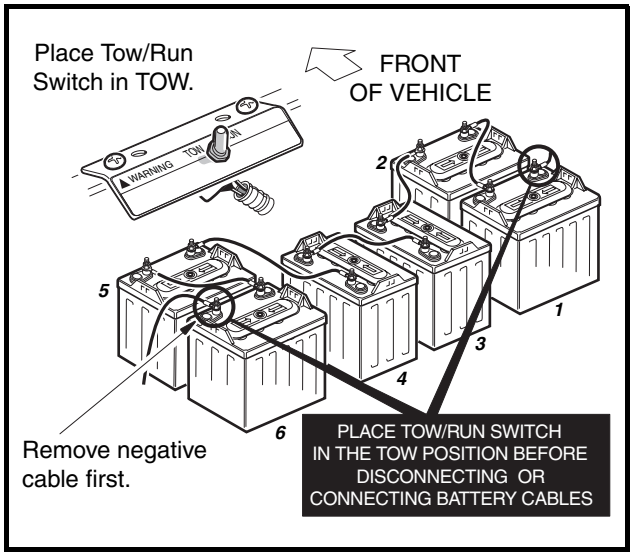
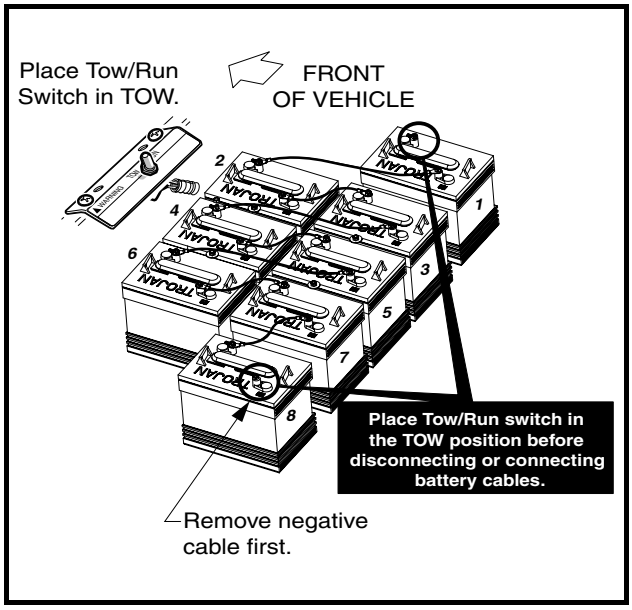
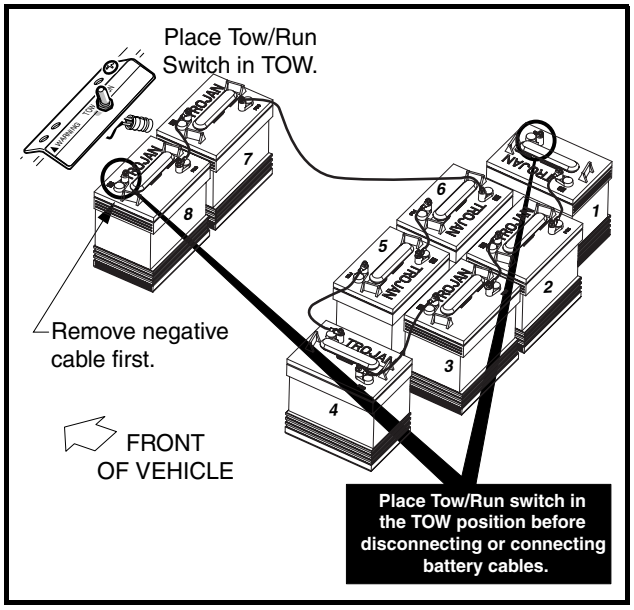

Figure 1-2 IQ System Vehicle
Figure 1-3 Turf 2/Carryall 2 IQ Plus Electric Vehicle
Figure 1-4 Carryall 6 IQ Plus System Vehicle
- **To avoid unintentionally starting the vehicle, disconnect the batteries as shown (Figure 1-2, Page 1-3 or Figure 1-3, Page 1-3 or Figure 1-4, Page 1-3).**